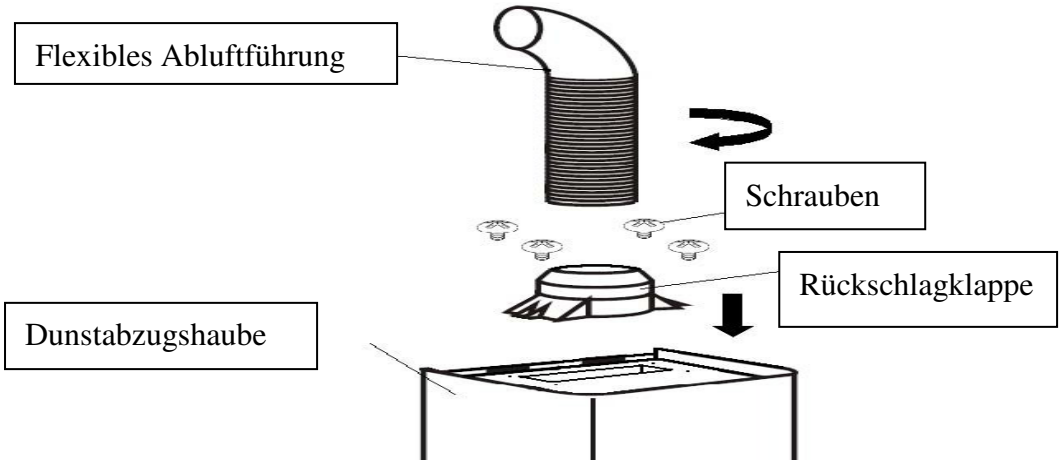

Abb. 4
- Danach wird die mitgelieferte Rückschlagklappe auf den Luftaustritt des Gerätes geschraubt. Sie soll verhindern, dass Aussenluft zurückgeführt wird. Auf der Rück- schlagklappe wird das flexible Abluftrohr befestigt. (Abb. 4)